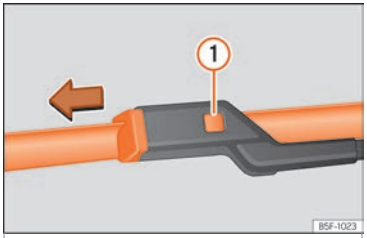

Fig. 84 Cambio de las escobillas del limpiaparabrisas.
- Mantenga presionada la tecla de desbloqueo ››› fig. 84 (1) tirando ligeramente de la escobilla en el sentido de la flecha.